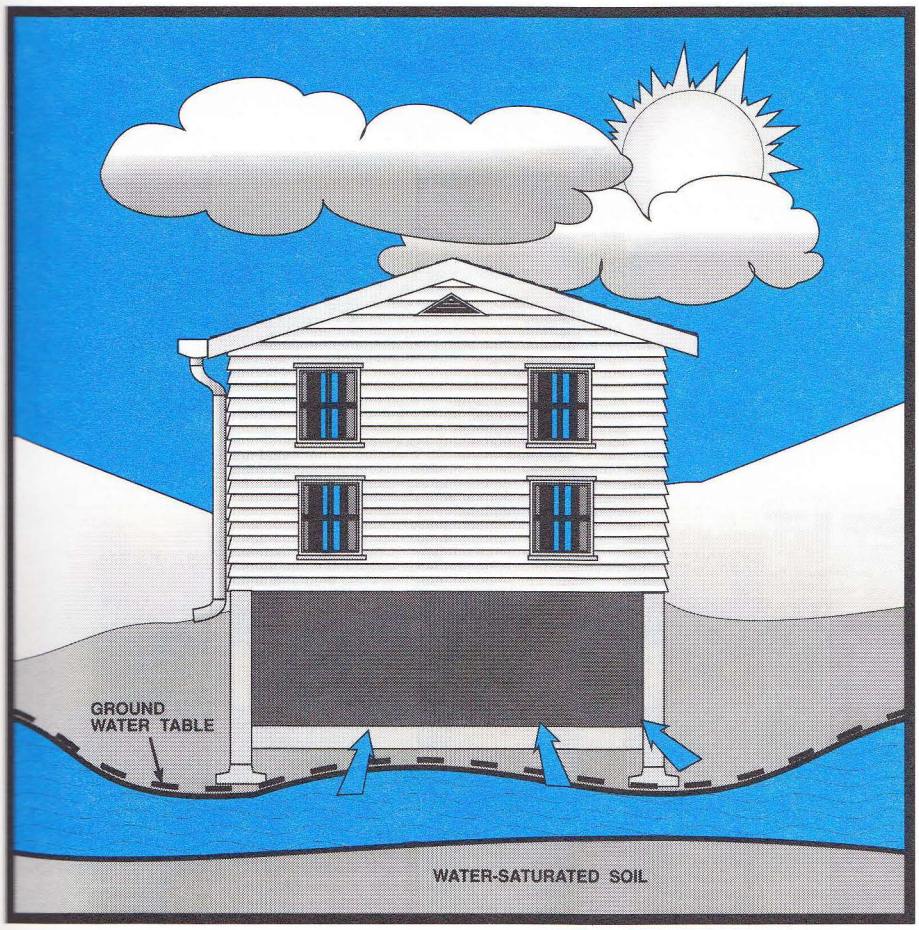

**FIGURE 23**
- A permanent, or periodic, high ground *water table*, close to the basement walls and the underside of the basement floor slab, can result in water rising through the slab or leaking through the wall. The existence of a close underground spring, periodic spring run-off and low relative elevation of the house lot can all contribute to a high ground *water table* adjacent to the house. (See Figure 23.)